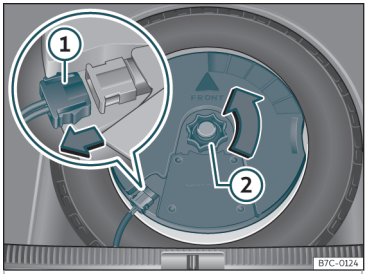

Fig. 198 En el maletero: desmontar el subwoofer.
- Desconecte el cable del altavoz *subwoofer* ››› **fig. 198** ①.
- Gire la ruedecilla de fijación en sentido contrario a las agujas del reloj››› **fig. 198** ②.